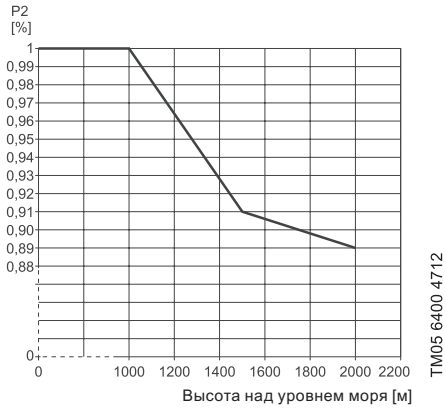

Рис. 3 Зависимость P2 от высоты над уровнем моря
- Установку, смонтированную на высоте выше 1000 м над уровнем моря, нельзя использовать с полной нагрузкой, так как ухудшается охлаждающая способность воздуха из-за его низкой плотности (см. рис. 3). Значения мощности P2 в зависимости от высоты над уровнем моря приведены на рис. 3.